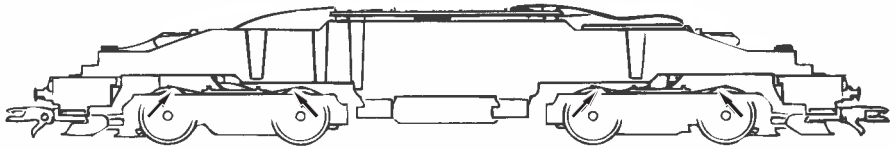

Fig. 6
3. Haftreifenwechsel: Zuerst den Getriebedeckel abnehmen (Fig. 6). Danach den **Radsatz** herausnehmen und die **Haftreifen** mit einer Nadel od. mit einem feinen Schraubendreher abziehen (Fig. 6). Beim Aufziehen der neuen Haftreifen darauf achten, dass diese sich nicht verdrehen.
1. Cleaning of wheel contacts: Wheel contacts easily get dirty on tracks which are not entirely clean. Use a small brush to **remove dirt** from spots marked in fig. 6.
3. Change of traction tyre: Remove the gear cover (fig. 6). Take out **wheel set** and remove **traction tyre** using a pin or a fine screwdriver (fig. 6). When pressing on the new traction tyre please **avoid twisting it**.
3. Échange des bandages d'adhérence: Démontez d'abord **le couvercle du carter des engrenages** des engrenages (fig. 6). Délogez ensuite les essieux bandagées et enlevez, à l'aide d'une aiguille ou d'un tourne-vis fin, les bandages d'adhérence (fig. 6). Lors du montage des nouveaux bandages veuillez veiller à ce que les bandages **ne soient pas tordues.**